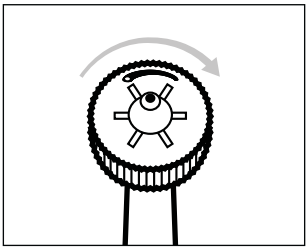

Fig. 6
- Turn the nozzle control ❶ clockwise with your fingers to obtain multiple jets for massaging the gums (see Fig. 6 and 7).